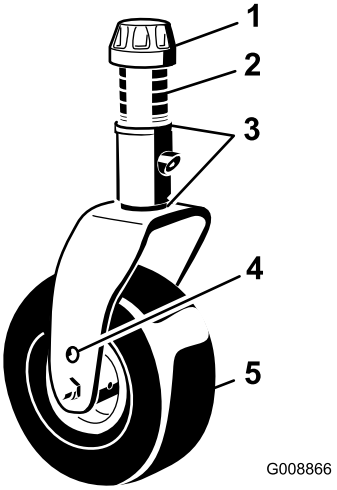

Figur 14
4. Fjern strammehætten fra spindelakslen, og lad spindlen glide ud af styrehjulsarmen (Figur 14).